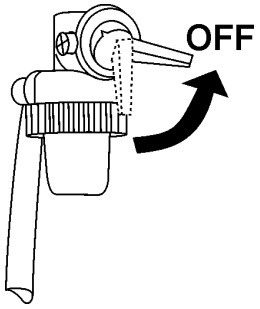

Figure 33. Engine Fuel Valve Lever (OFF)
5. Place engine fuel valve lever (Figure 33) in the **OFF** position.